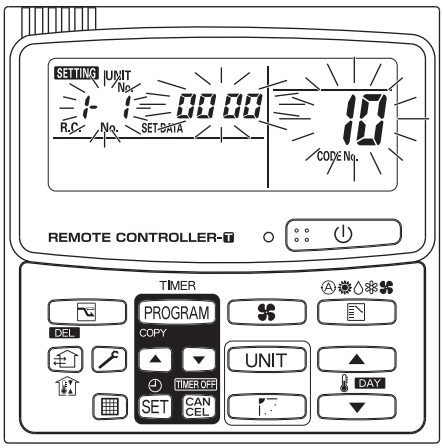

Fig. 3-79
(1) Press the [ ] and [ ] buttons at the same time of the remote controller for more than 4 seconds.
(2) Do not press [UNIT] button.
(3) Once in this mode, the UNIT No., CODE No., No. of SET DATA and SETTING indications will flash on the display as shown Fig. 3-79.